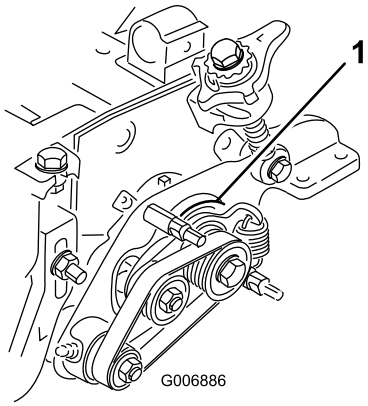

図 47
6. メインドライブのブッシュ図 47が駆動ハブの周囲を自由に回転できることを確認する。